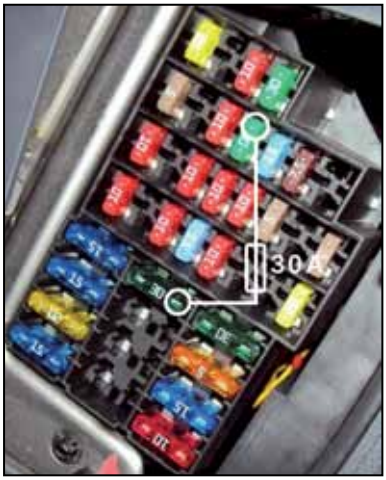

Рисунок 3. Схема подключения модуля МАКС-2 Largus к постоянному напряжению 12 В
5.4 Для автоматического возврата стёкол в прежнее положение при снятии с охраны подключить КРАСНЫЙ провод «ЗАЖИГАНИЕ» модуля к цепи, на которой появляется напряжение 12 Вольт при включении зажигания. Также необходимо обеспечить постоянное напряжение питание модуля 12 Вольт (рисунок 3). Для этого следует открыть крышку монтажного блока слева от водителя. Вытащить предохранитель передних стеклоподъёмников F14 (30 Ампер). Вставить один штырь внешнего предохранителя (не входит в комплект) в верхнее гнездо F14. Вставить второй штырь внешнего предохранителя сбоку правого гнезда